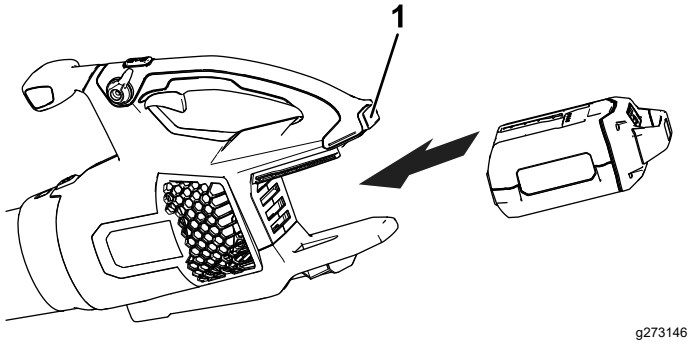

**Figura 7**
2. Alinee el hueco de la batería con la lengüeta del alojamiento de la empuñadura (Figura 7).
3. Sujete la empuñadura e introduzca la batería en la empuñadura hasta que el cierre se bloquee en su sitio (Figura 7).